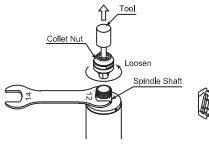

Fig. 4
① Remove the tool according to the section 8. " CHANGING THE TOOL " procedure above and remove collet nut assembly. (Fig. 4)